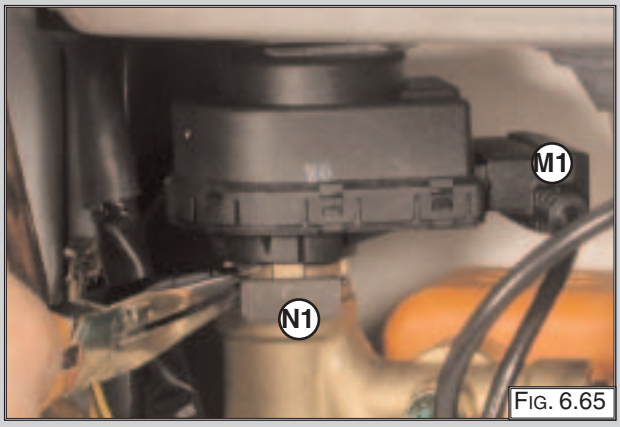

FIG. 6.65
1. Unplug the electrical connector “M1” (FIG. 6.65);